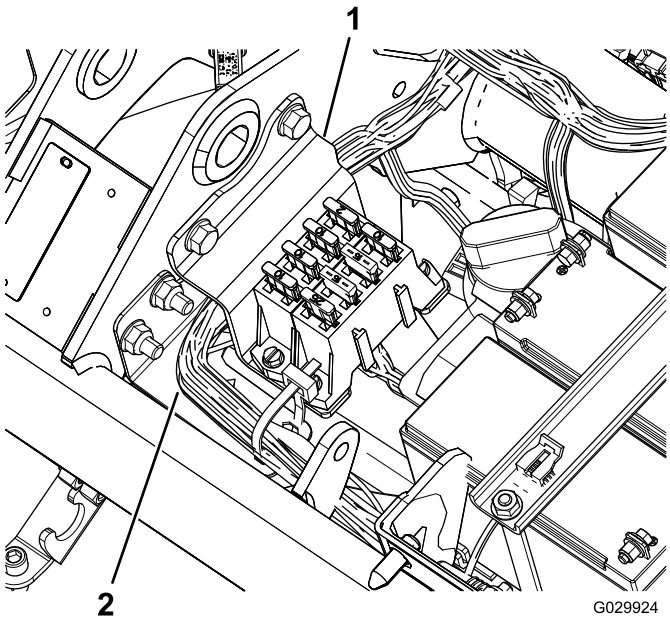

Figur 9
22. Monter sikringsblokken, med ledningssatsen ført bak braketten (Figur 9).